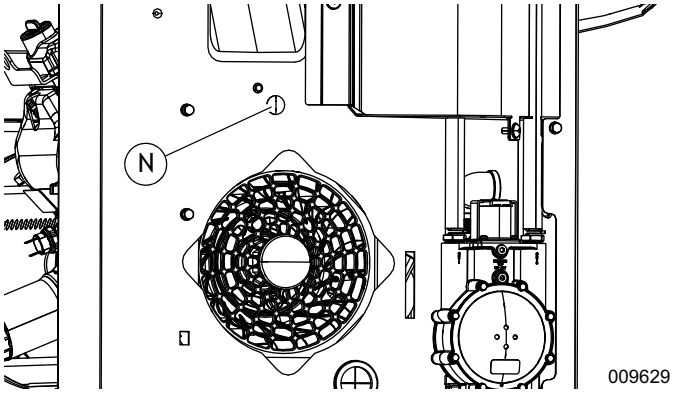

Рисунок 10. Отверстие доступа в разделяющей панели
ПРИМЕЧАНИЕ. См. ***Рисунок 10***. В случае изделий с двигателями серии 1000 (изготовленных с 2016 г. до настоящего времени) доступ к нижним винтам смесительной камеры обеспечивается через отверстие (N) в разделяющей панели двигателя. Снимите пластиковую крышку с отверстия и отложите её в сторону для последующей установки на место.